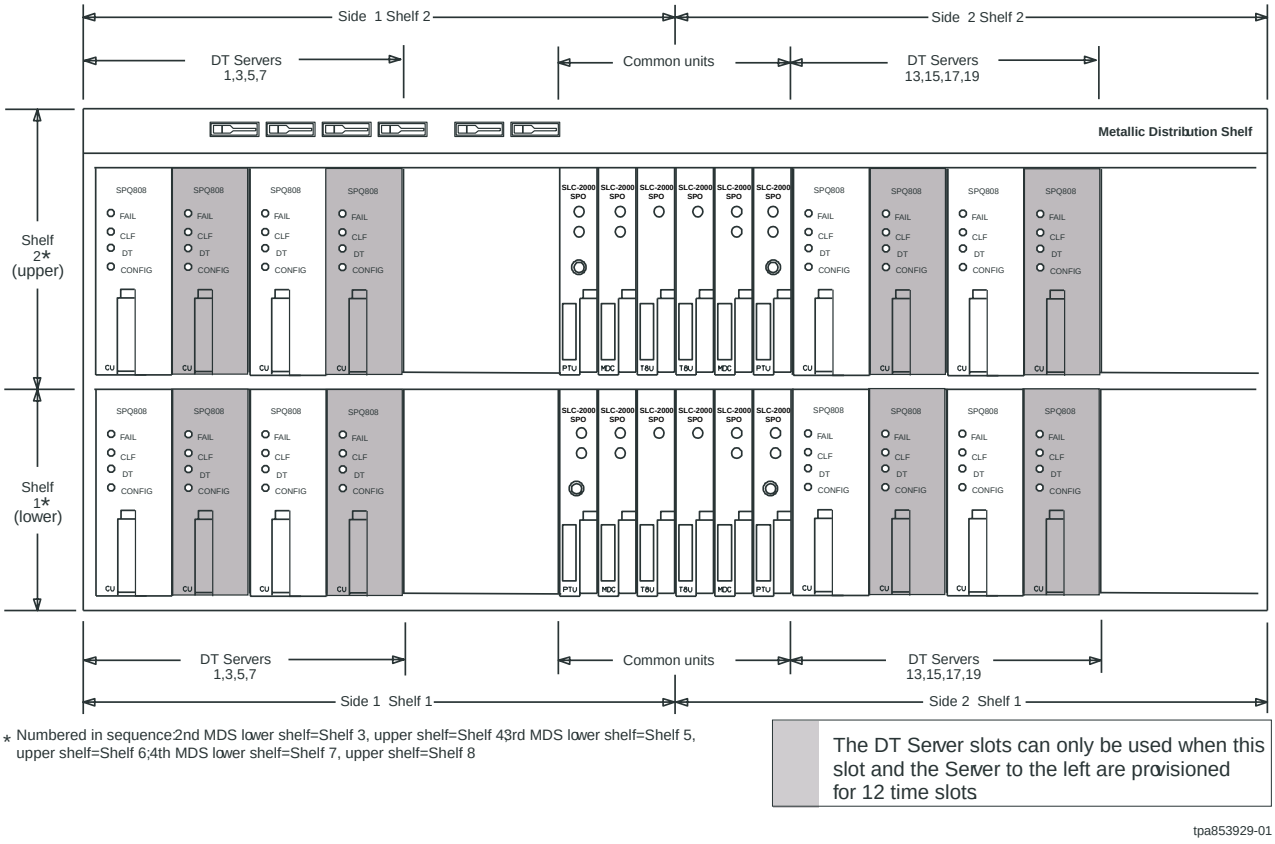

Figure 1 – First Metallic Distribution Shelf Assembly, Fiber Distribution (Release 4.4)
These steps can be used to find the relationships between remote terminal (RT) digroup channel positions and the associated *SLC*-2000 NBS equipment. See Figures 1 and 2 to find the RT circuit of interest. Use Table A to find the carrier system channel circuit of interest and the associated channel positions in the associated *SLC*-2000 NBS drop channel protectors at the NBS.